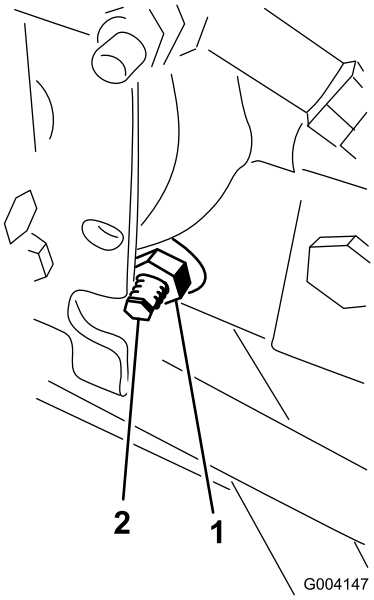

Figuur 64
3. Draai de borgmoer op de afstelnok van de tractie, rechts van de hydrostaat, los (Figuur 64).